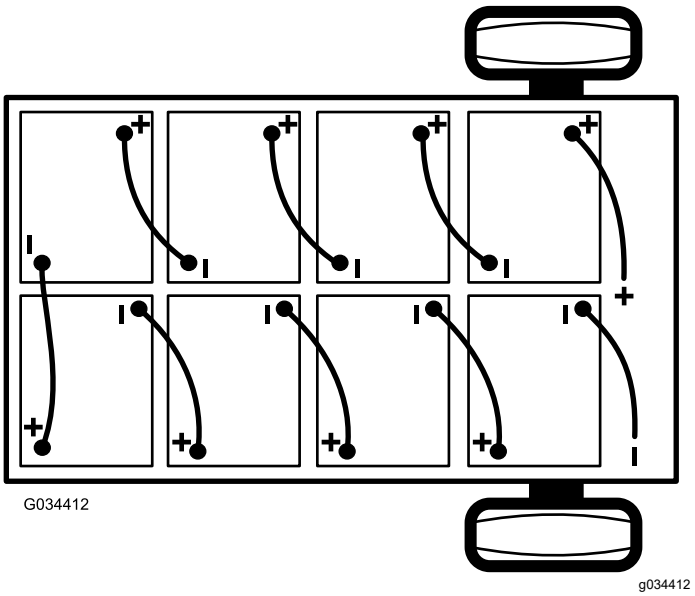

Figur 41
2. Koble fra den negative hovedbatterikabelen (svart) som kobler batteriene til maskinens jordingspunkt (Figur 41).
3. Koble fra den positive hovedbatterikabelen (rød) som kobler batteriene til maskinens hovedkontaktor (Figur 41).
Merk: Vær oppmerksom på batteripolariteten når du installerer de nye batteriene (Figur 41).
6. Koble batteriene sammen, som vist i Figur 41, med batterienes sammenkoblingskabler, som du fjernet i trinn 1.
2. Koble til den positive hovedbatterikabelen (rød) mellom batteriene og maskinen (Figur 41).
3. Koble til den negative hovedbatterikabelen (svart) mellom batteriene og maskinen (Figur 41).